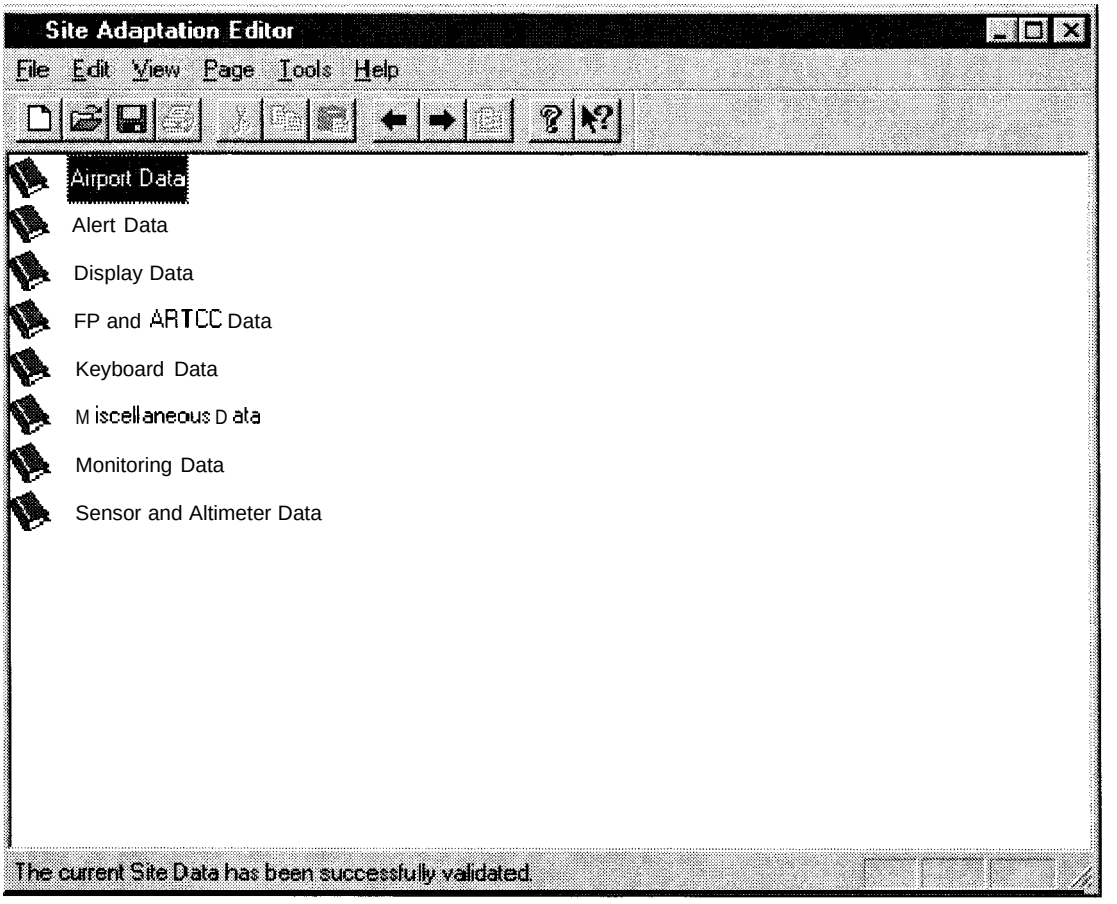

FIGURE 4-42. SUCCESSFUL VALIDATION MESSAGE SHOWN IN STATUS BOX
(2) These errors must be corrected by the Site Adaptation Editor.
(3) A successful validation message is displayed in the Status bar (Figure 4-42).